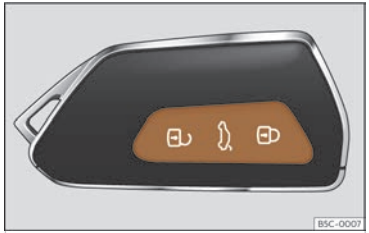

Fig. 71 Remote control key: buttons.
- Lock: press the button >>> Fig. 71.